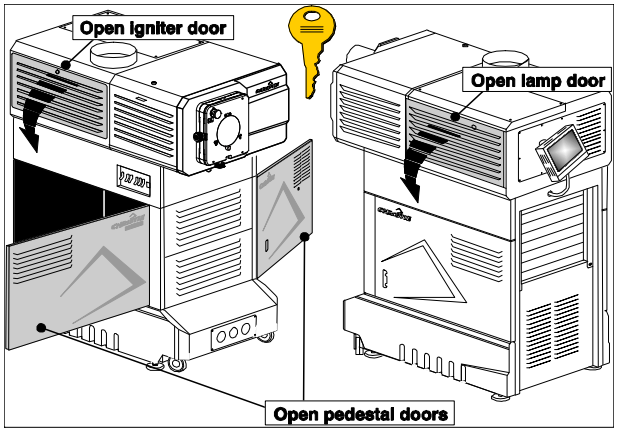
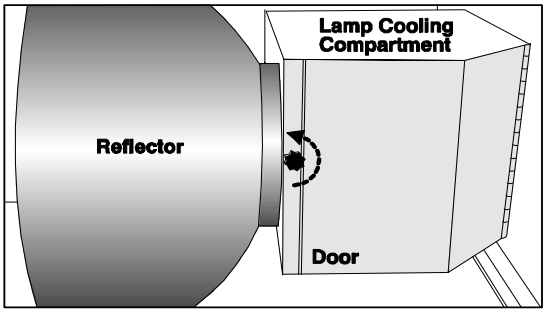

Figure 2-5 Open Projector for Access
Figure 2-10 Accessing Cathode End
a. Open both pedestal doors (**Figure 2-5**).
5. With the lamp door removed (refer back to **Figure 2-5**), turn the small knob and swing open the lamp cooling compartment door (**Figure 2-10**).